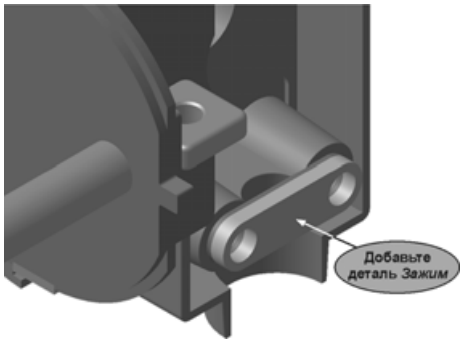

Рис. 7.47
- Добавьте в сборку деталь **Зажим** и расположите ее поверх детали **Прокладка**, повторив описанные ранее действия (рис. 7.47).